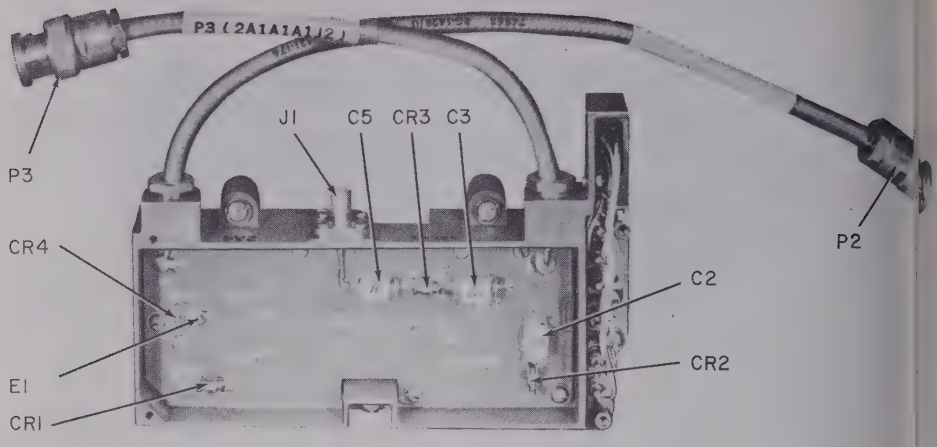
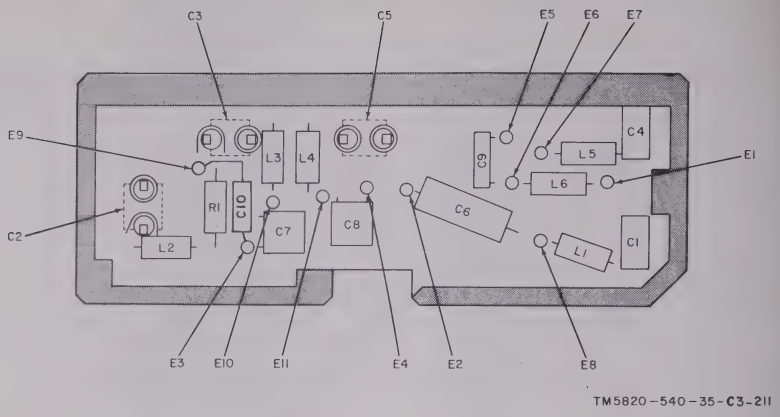

Figure 4-159. Electronic switch 2A4, top cover removed.
Figure 4-165. Electronic switch 2A4, parts location.
from P2 with below alarm LARM TEST test facility	*a.* Measure voltage between **E9(+) and E8(–) on circuit board 2A4A1 (fig. 4-165)** It should be approximately 6 volts dc. If normal, unsolder and disconnect wire at E9 of circuit board 2A4A1 (fig. 4-165). Connect multimeter between E9 (+) and wire which was removed (–) and measure the current. It should be greater than 50 ma; if not, check CR1 and CR2 of circuit board 2A4A1. (fig. 4-159). *b.* C1, C2, or C4 defective. (fig. 4-159). *c.* If voltage measurement taken at *a* above is abnormal measure voltages at Q2, Q3, and Q4 as shown in *d* below to isolate defective stage.
b. C1, C2, or C4 defective (fig. 4-159).